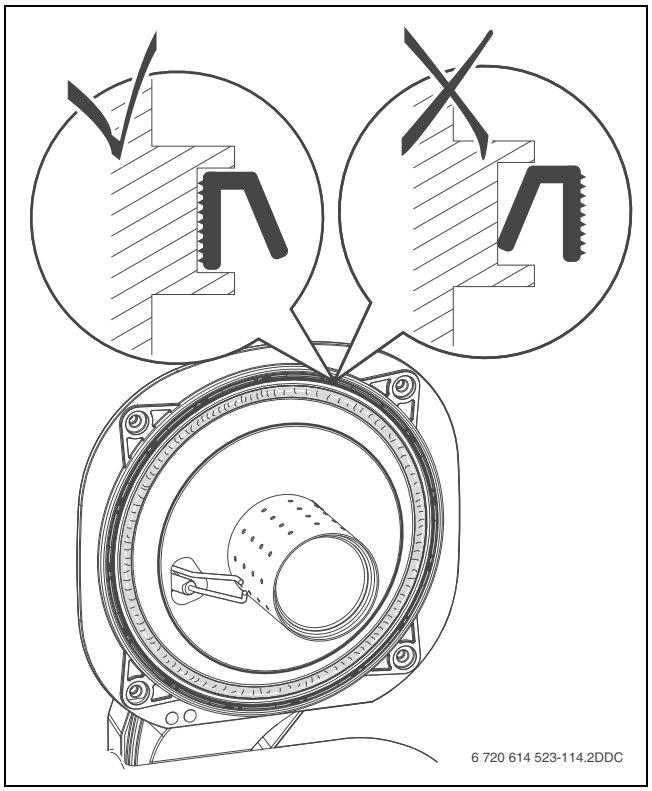

Afb. 36 Controleren zwarte rubberen branderpakking
- ▶ Verwijder de beide branderpakkingen (→ afb. 36 en 37) en vernieuw deze iedere 2 jaar.
- ▶ Let er bij het vervangen van de zwarte rubberen branderpakking (→ afb. 36) op, dat deze op de juiste wijze wordt geplaatst.